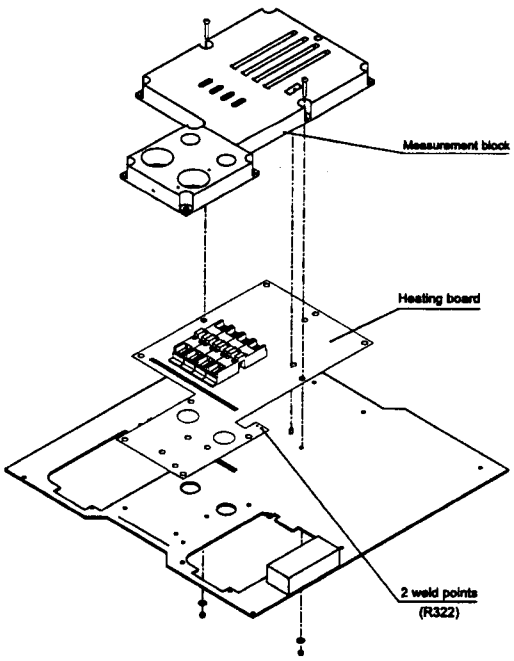

Fig. 6 - Heating PC board
- **Unsolder** the board on a level with R322 mark (see figure 6)